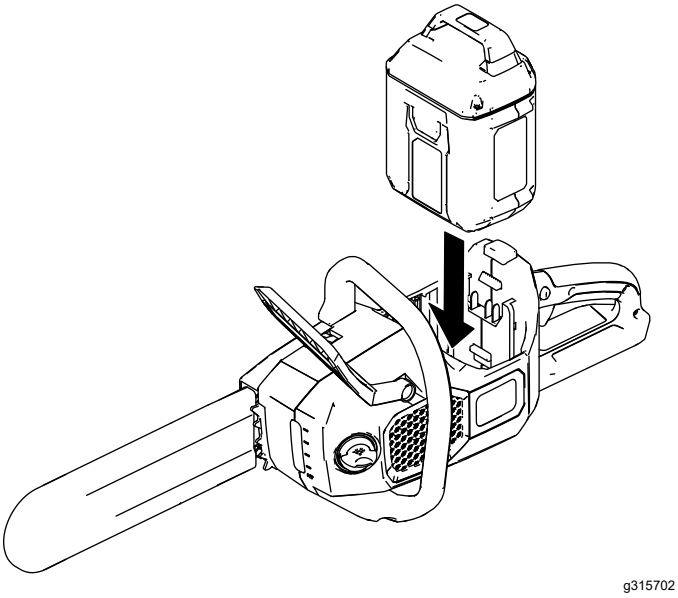

**Rysunek 7**
3. Ustaw wypustkę na akumulatorze równo z wgłębieniem w pile łańcuchowej (Rysunek 7).